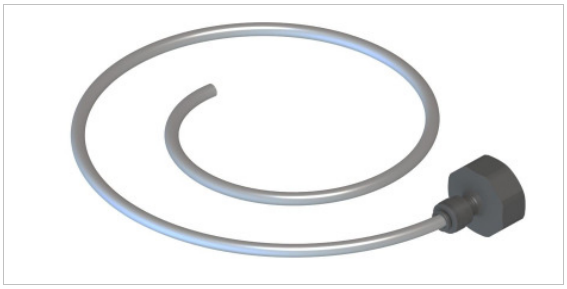

Figure 8.2: Flushing set for connecting to the water tap (3/4")
- Place the flushing set (Figure 8.2) and the maintenance hose from the scope of delivery in a position ready for use.
Hot steams / Hot liquids Risk of scalding from steam! • Only open the pressure vessel screw cap when the device is depressurised! • Allow the pressure vessel to cool down before opening the pressure vessel screw cap! • Observe the gauge display (Figure 8.2)! The device remains under pressure as long as one segment is illuminated on the value scale on the gauge. • The residual water may be hot! • Wear heat resistant gloves when handling the hose